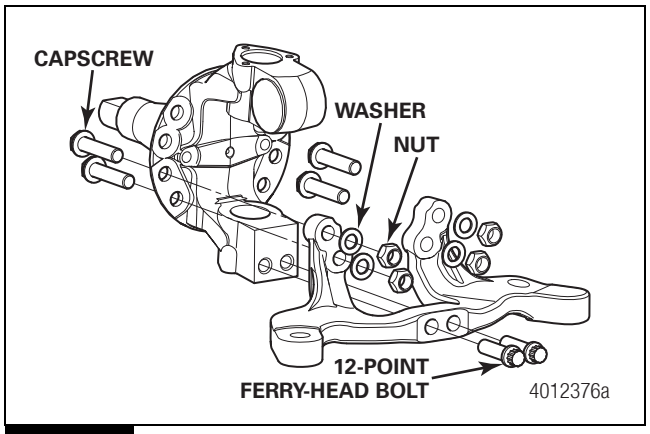

Figure 6.36
1. Mount the integrated steering and tie rod arm assembly onto the four brake spider retaining capscrews that extend through the lower knuckle holes. Figure 6.36.